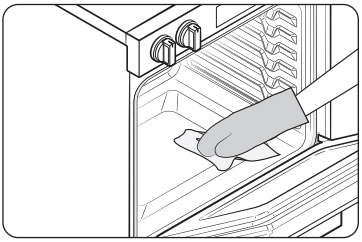

Fig. 1
- Limpie los residuos de la base del horno. (Fig. 1)